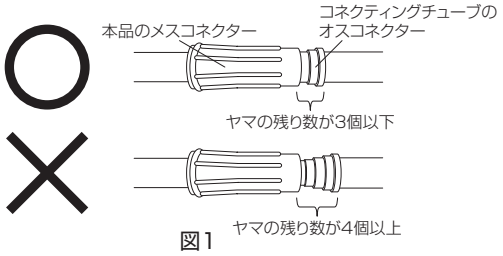

図1
4. 本品のメスコネクターとコネクティングチューブのオスコネクターをしっかりと接続する（図1）。